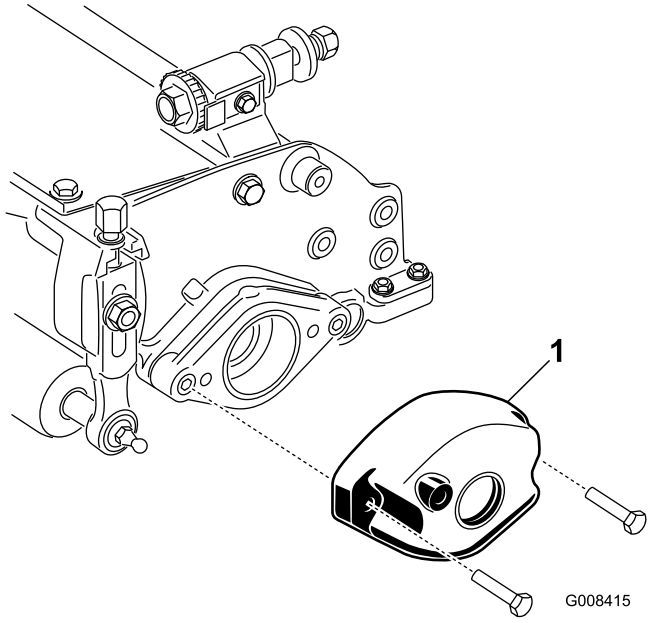

図 2
5. カウンタウェイトをカッティングユニットの左側に固定しているボルト2本とナット2個を外す図 2。